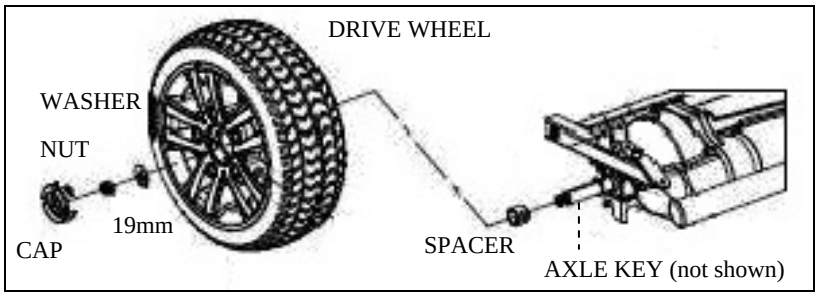

Figure 4. Drive Wheel
5) Remove the 19mm nut and washer that fastens the drive wheel to the axle. See figure 4.
4) Remove the nut and washer that fastens the drive wheel to the axle. See figure 4 on page 16.